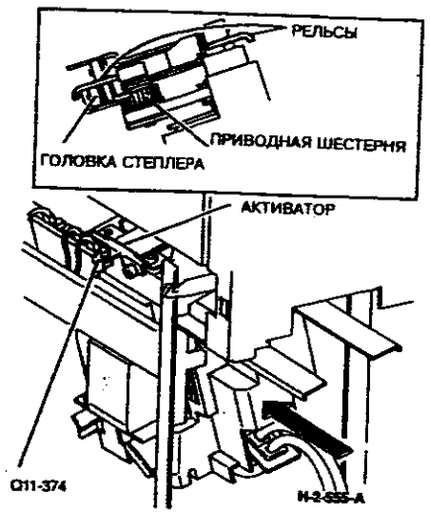

**Рисунок 3. Установка модуля степлера**
2. (Рисунок 3) Проверьте правильность установки степлера на рейках.
3. (Рисунок 3) Осторожно задвигайте модуль степлера до тех пор, пока активатор головки степлера не достигнет датчика 2 положения двойного сшивания (Q11-374).
*ПРИМЕЧАНИЕ: (Рисунок 3) Шаг 3 позволяет логике управления проконтролировать положение модуля степлера при инициализации сортера-степлера.*